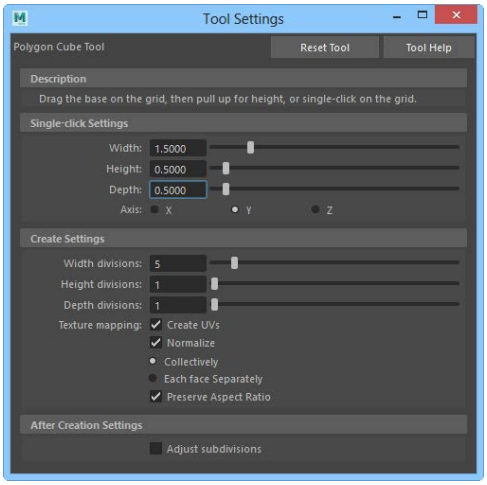
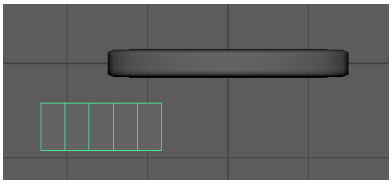

Figure 2-81 *The* ***Tool Settings (Polygon Cube Tool)*** *window*
Figure 2-82 *The cube created*
1. Maximize the front-Z viewport. Choose **Create > Objects > Polygon Primitives > Cube > Option Box** from the menubar; the **Tool Settings (Polygon Cube Tool)** panel is displayed in the viewport. Enter the required values in the **Tool Settings (Polygon Cube Tool)** panel, as shown in Figure 2-81. Next, click in the front-Z viewport; a cube is created in the front-Z viewport, as shown in Figure 2-82.